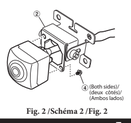
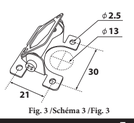

Fig. 2 /Schéma 2 /Fig. 2
Fig. 3 /Schéma 3 /Fig. 3
**2 Attach the camera to the camera mounting bracket ②. Pull the camera cable through to the camera mounting bracket ②, and secure with the Camera mounting screws ③ (see Fig. 2).**
**3 Loosen the camera mounting bracket ② and angle adjustment screw. Determine the mounting angle, and carefully tighten the angle adjustment screw.**
**4 Make a 13 mm hole in the surface where the camera is mounted (see Fig. 3).**
- *If necessary, use a self-tapping screw ⑨ to fix the camera mounting bracket (In the case of a plastic mount area).*
**2 Fixez la caméra sur le support ②. Passez le câble de la caméra dans le support ②, puis fixez-le à l'aide des vis à tête hexagonale ③ (schéma 2).**
**3 Déserrez le support de la caméra ② et insérez en angle la vis de réglage. Déterminez l'angle de montage, puis serrez correctement la vis de réglage de l'angle.**